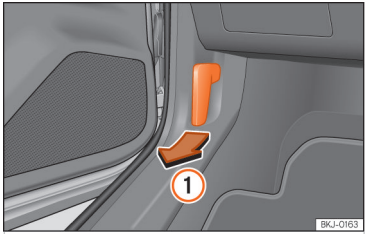

Abb. 177 Entriegelungshebel im Fahrerfußraum.
- Öffnen Sie die Tür und ziehen Sie an dem Hebel unterhalb der Instrumententafel ››› (Abb. 177) ①.